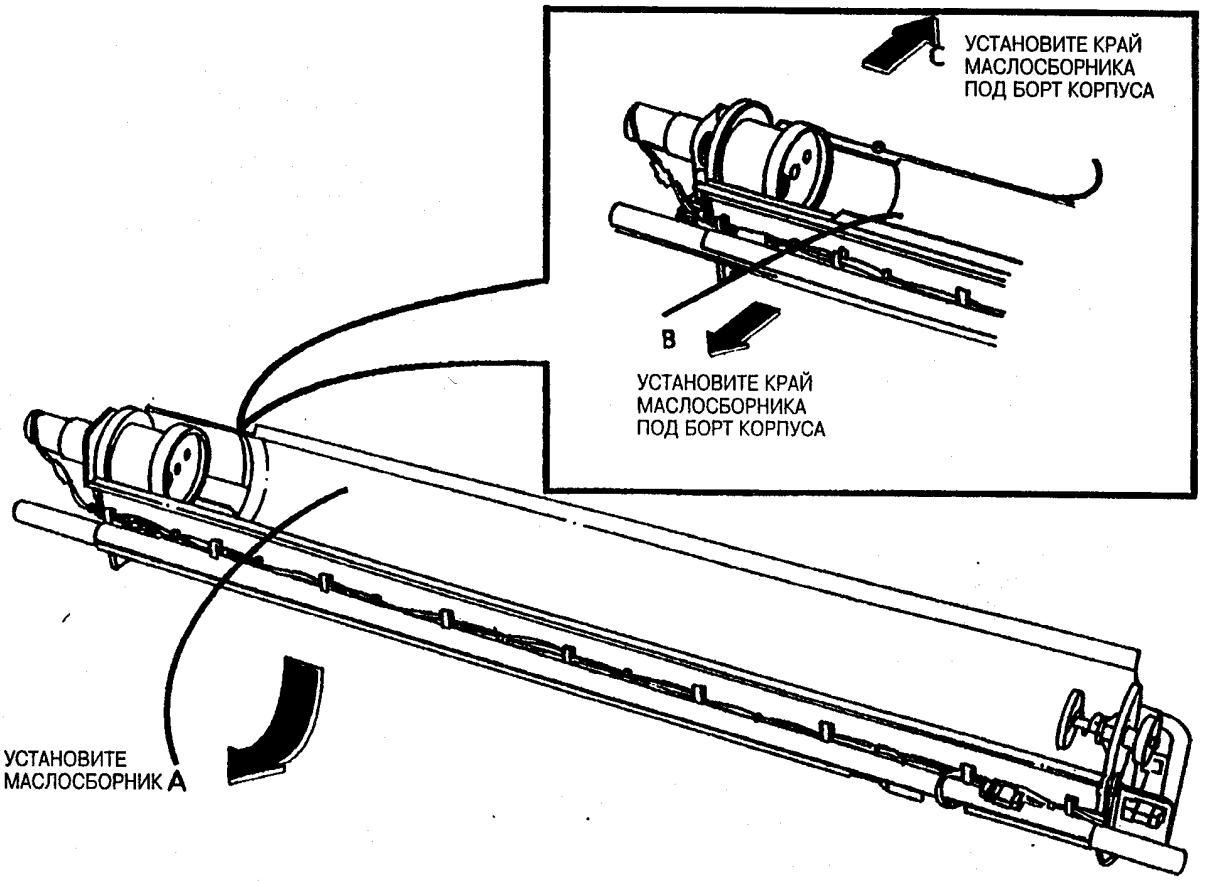

Рис. 9. Заново установите маслосборник на дно модуля проявителя
7. (Рис. 9): Заново установите маслосборник на дно модуля проявителя.